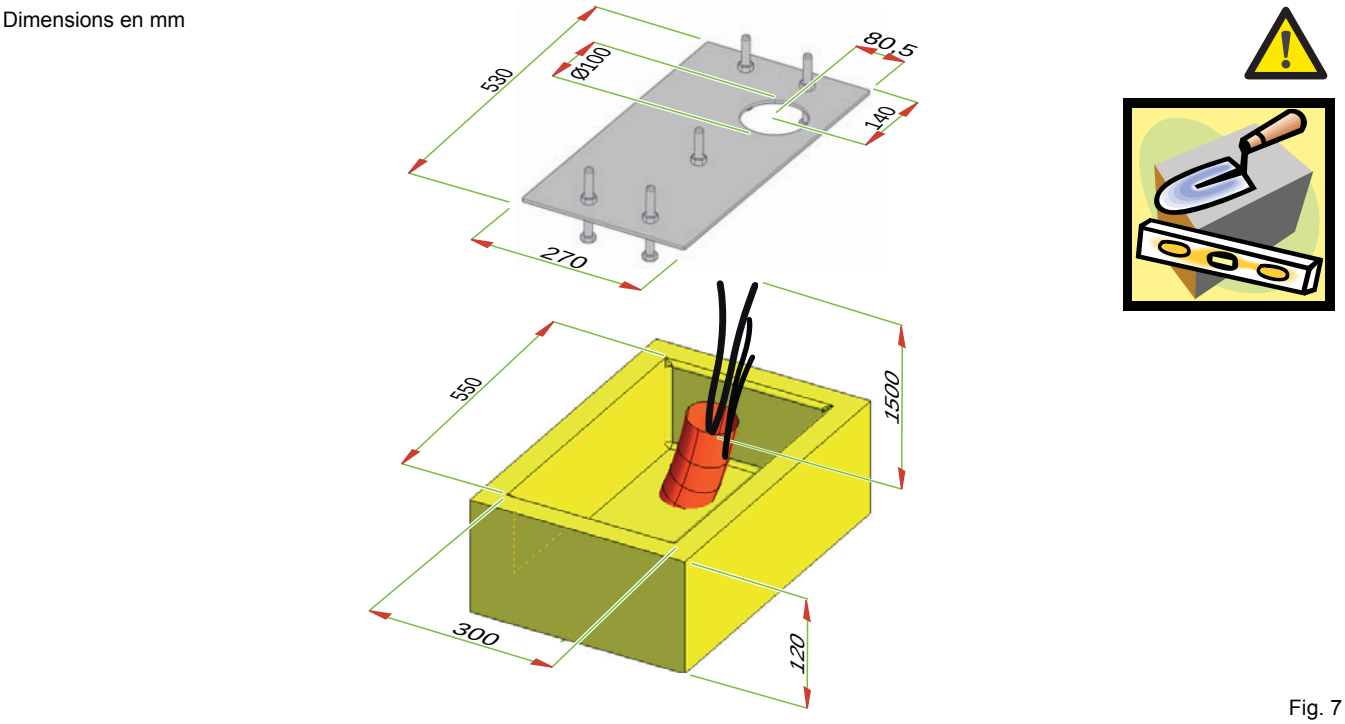

Fig. 7
3. Réaliser une base de fondation d'après la Fig. 7 et sceller la plaque de fondation en prévoyant une ou plusieurs gaines pour le passage des câbles électriques à l'intérieur de l'orifice de la plaque de fondation.